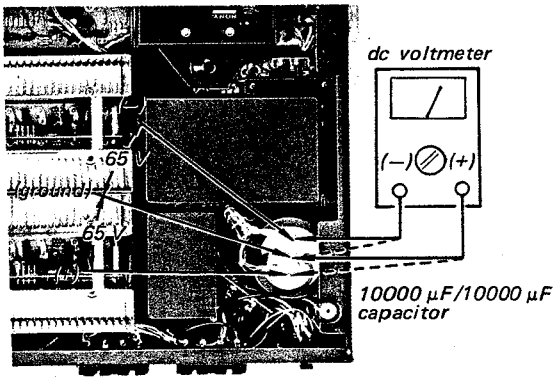
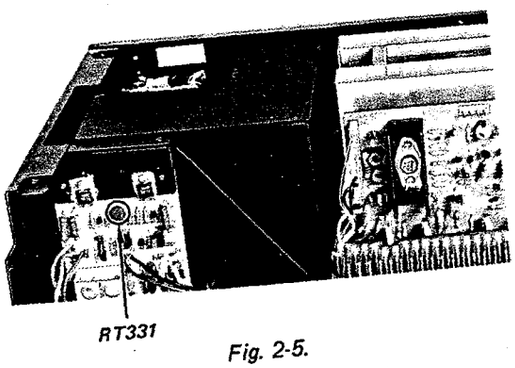

Fig. 2-4.
Fig. 2-5.
3. Connect the dc voltmeter across terminal pins of capacitor as shown in Fig. 2-4.
4. With the 1 kHz signal fed, adjust RT331 (See Fig. 2-5.) for 65 V reading (See Fig. 2-4.) on the meter, respectively.